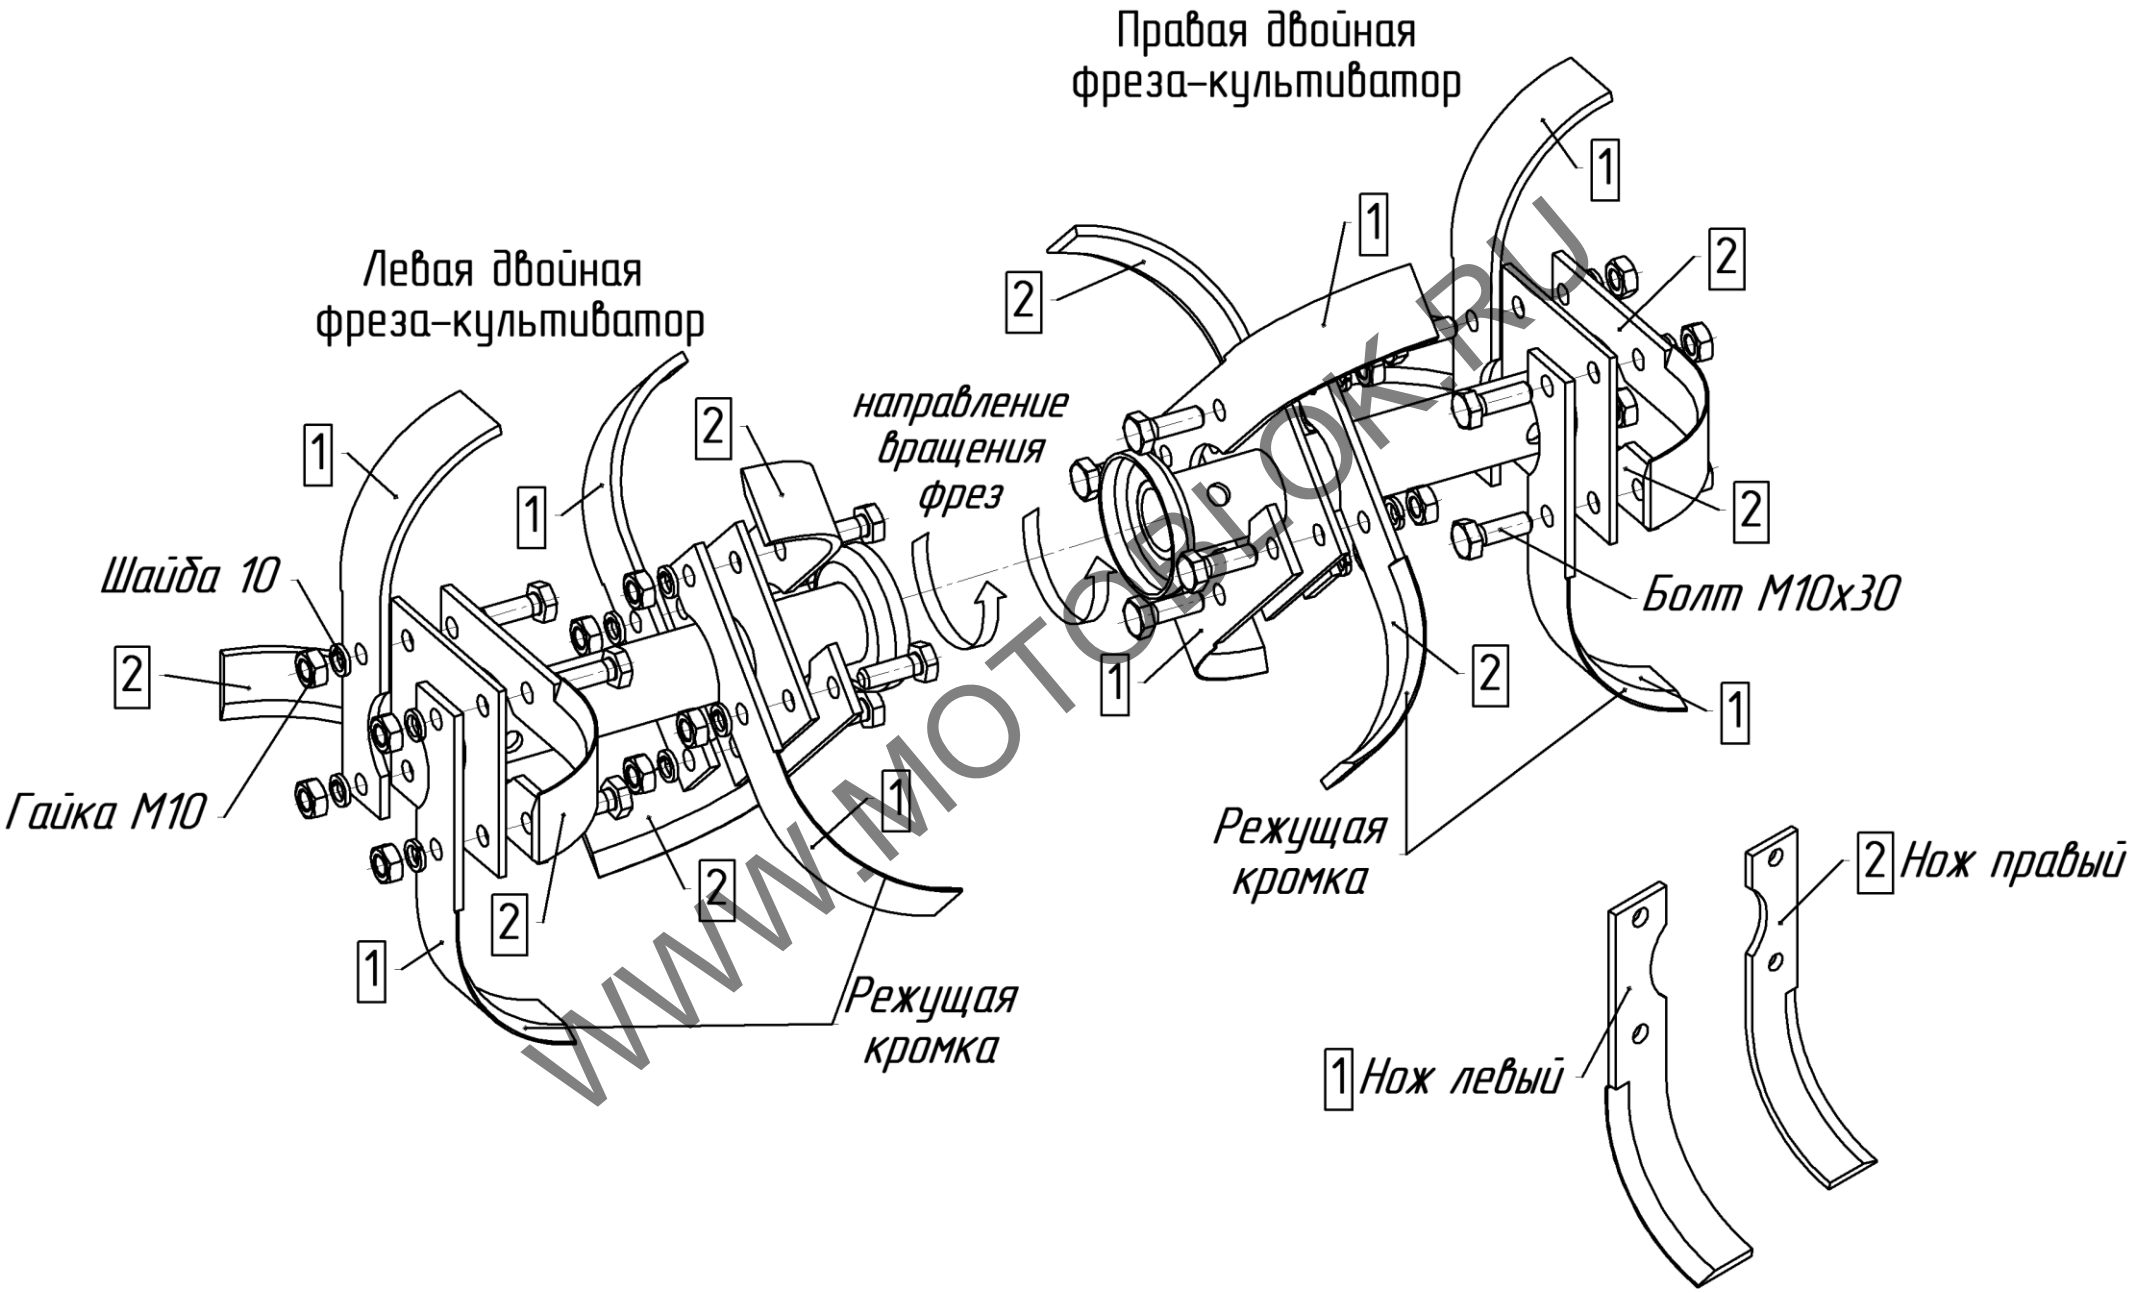

Рис.11 Схема сборки двойных фрез-культиваторов
7. Собрать фрезы-культиваторы в соответствии с рис.11, 12, 13.